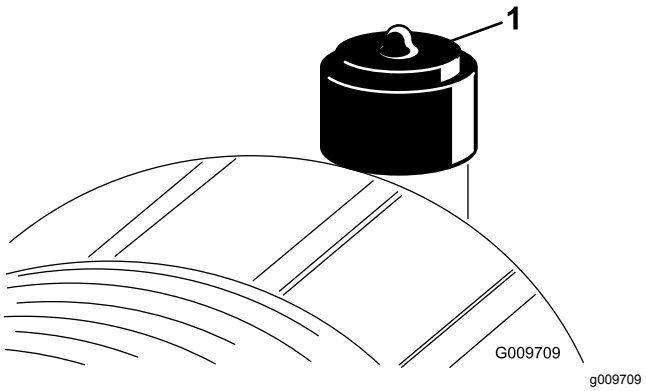

Figuur 73
Geef het luchtfilter uitsluitend een onderhoudsbeurt als de onderhoudsindicator (Figuur 73) dit aangeeft. Als u het luchtfilter vervangt voordat dit nodig is, wordt alleen maar de kans vergroot dat er vuil in de motor komt als het filter wordt verwijderd.
2. Stel de indicator (Figuur 73) opnieuw in als deze rood is.